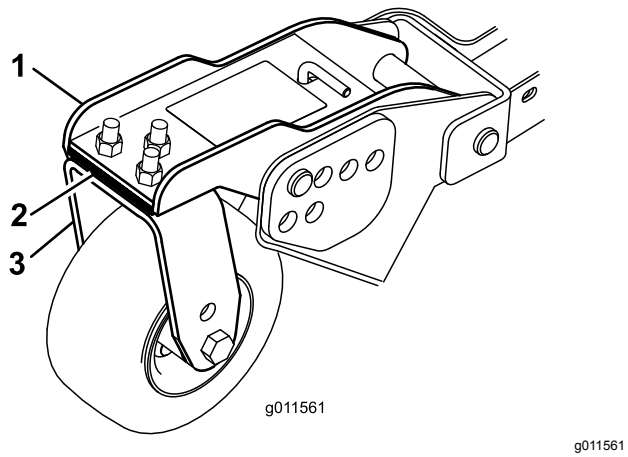

Figuur 35
Draai de messen op elke as totdat de uiteinden in de lengterichting liggen. Meet de afstand van de grond tot de voorste rand van het mes. Plaats de opvulstukken op de voorste zwenkwielarm(en) volgens de maaihoogtesticker (Figuur 35). Zie Schuinstand van het frontmaaidek afstellen (bladz. 75) voor de buitenste mesas.
3. Als de binnenste rand van het zijmaaidek te hoog is ten opzichte van de buitenste rand van het frontmaaidek, moet u een opvulstuk verwijderen uit het onderste deel van de voorste binnenste zwenkwielarm op het zijmaaidek (Figuur 35).